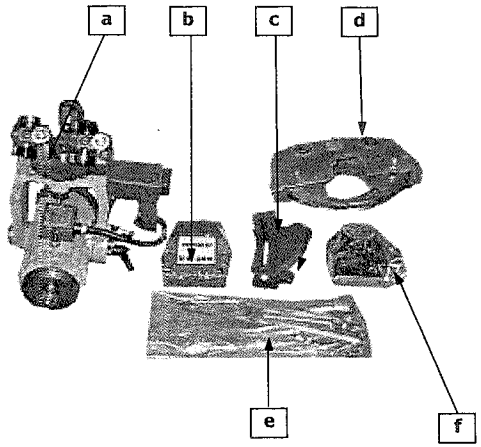
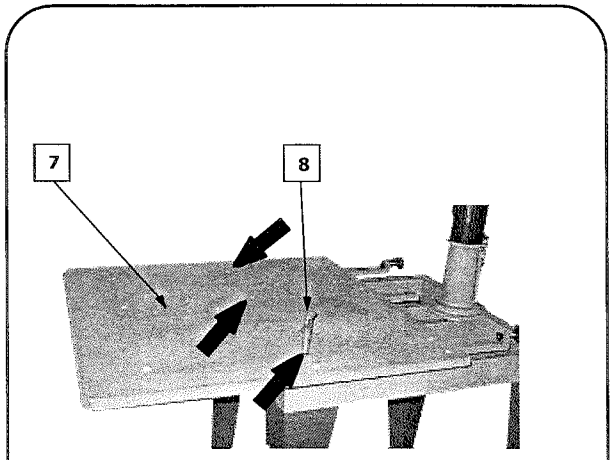

Fig. 6
Fig. 7
12. Prendere il piano di lavoro e montarlo, infilando i prigionieri sporgenti dalle guide, negli appositi fori Fig. 6. ***ATTENZIONE:*** *Posizionare il tavolo di lavoro (7) con gli angoli smussati verso l'esterno rispetto al supporto colonna. Fig. 7.*
13. Tramite la chiave a tubo da 13 (**8**) rimontare avvitando a fondo i 6 dadi e le rondelle precedentemente smontati (raffigurati con le frecce) Fig. 7.
12. Assemble the wooden table by letting the bolts mounted on the rail, through the correspondent holes on the table see Fig. 6. ***WARNING:*** The wooden table (**7**) must be positioned with the two rounded corners facing the operator opposite the column support. Fig. 7.
13. Using the size 13 socket wrench (**8**) refit the 6 nuts and washers previously removed (identified by the arrows) Fig. 7.